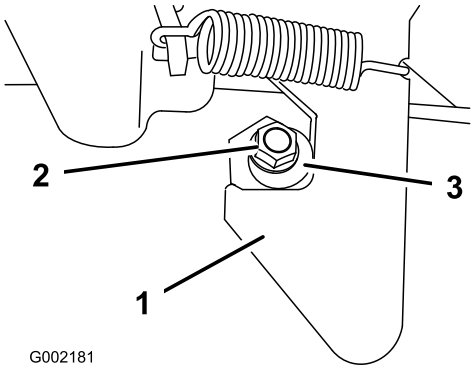

Figur 74
1. Lossa muttern i änden av spärrstiftet (Figur 74).
2. Vrid spärrstiftet medsols tills det sitter tätt mot haken på spärrhaken (Figur 74).